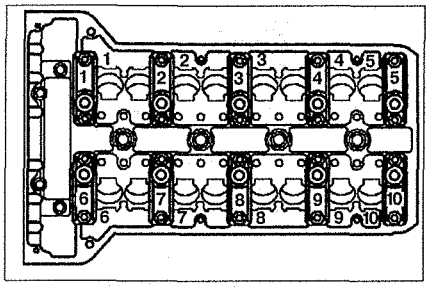

Рис. 2.25. Маркировка крышек подшипников распределительных валов.
8. Снимите крышки подшипников распределительных валов (см.рис. 2.25).